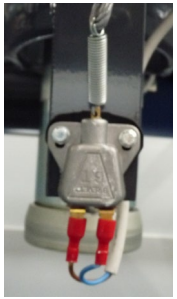
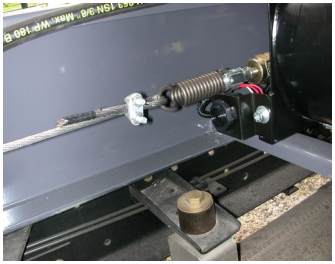

Fig. 11
Fig. 12
- **Body limit switch device:** to limit body lifting to the maximum permissible inclination (fig.11), for the electrohydraulic version, (fig. 12) for the version with power takeoff at the gearbox.